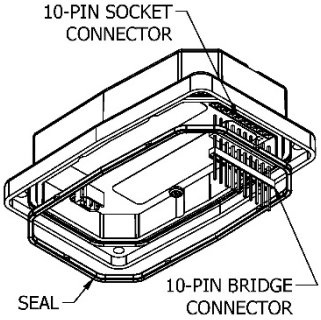

Figure 4b
- Then, align the 10-pin connector on the computer with the short pins on the 10-pin bridge connector and engage pins using gentle force until the display is seated on the cover plate (see Figure 4b).